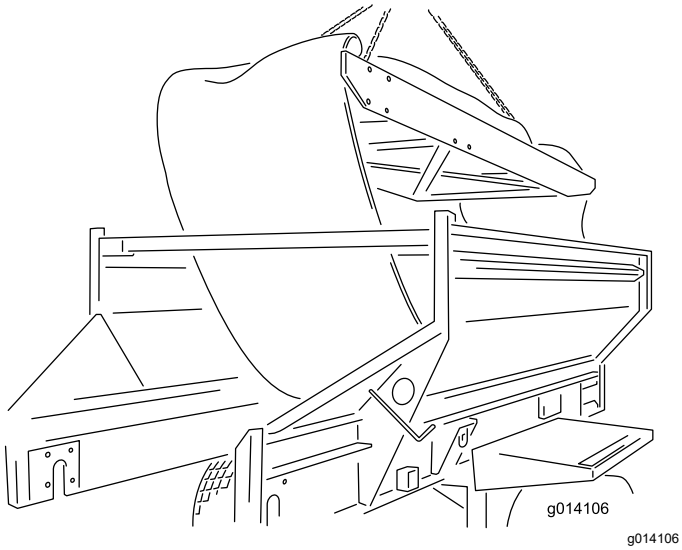

Figuur 55
24. Verwijder het element door dit omhoog te brengen vanaf de bovenkant van de machine. Plaats het element op de grond (Figuur 55).